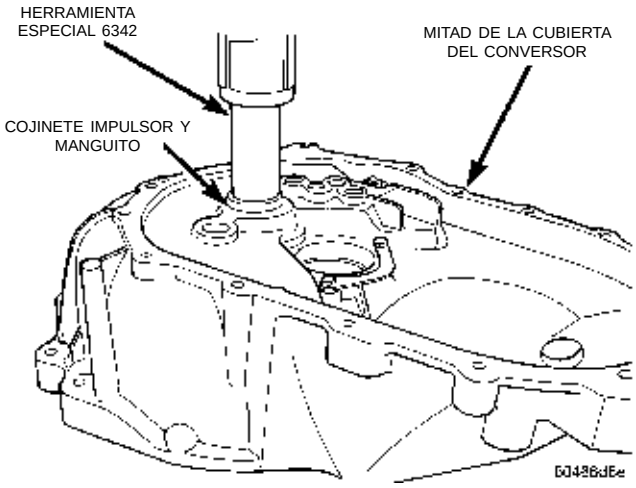

Fig. 128 Desmontaje del cojinete impulsor
(1) Instale la herramienta Nº 6342 sobre el cojinete impulsor en el lado de la caja de engranajes de la cubierta de embrague del transeje.
(2) Presione el cojinete impulsor sacándolo de la cubierta (Fig. 128).